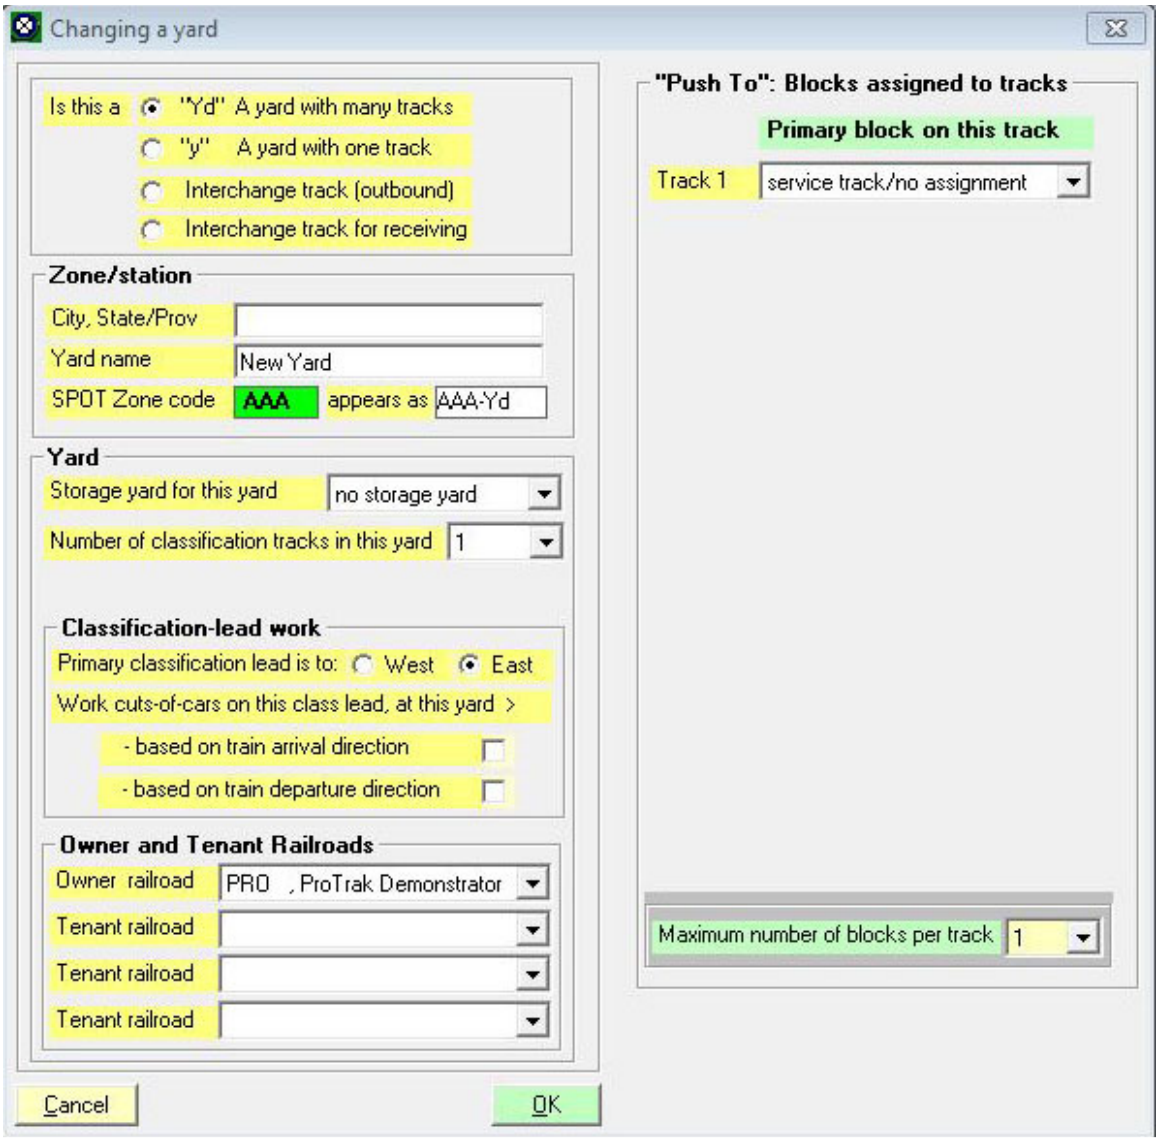

Figure 5-19
2. Go back up to the ProTrak toolbar and click on "Edit" then select "New yard" from the dropdown list. The window shown in Figure 5-19 will be displayed.